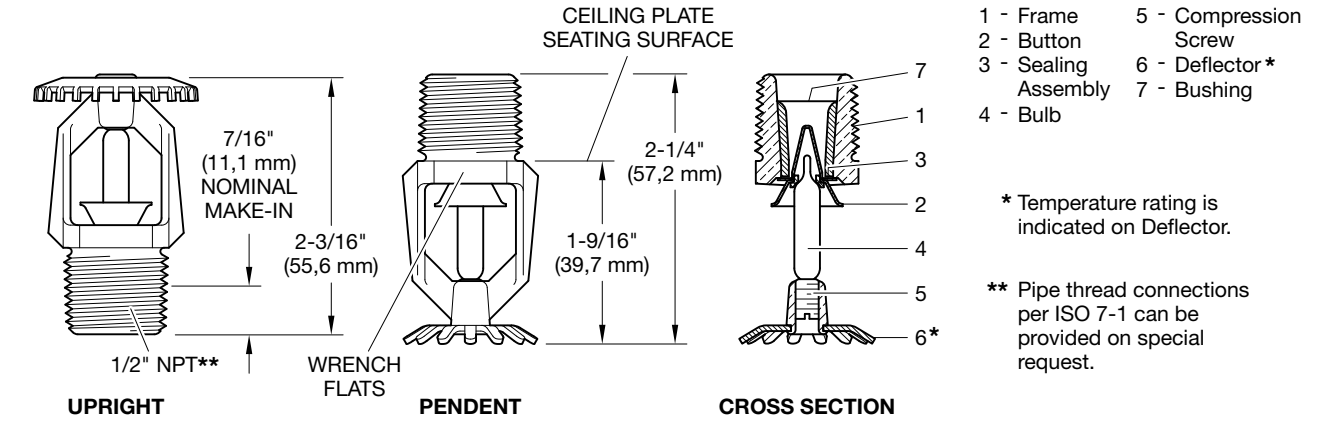
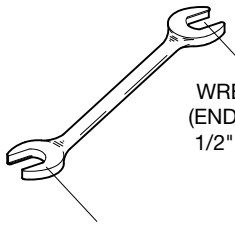

***FIGURE 1***
***FIGURE 7***
**Step 3.** Tighten the sprinkler into the sprinkler fitting using only the W-Type 6 Sprinkler Wrench, see Figure 7. For wax-coated sprinklers, use an 8 or 10 in. adjustable wrench. With reference to Figure 1 to 4, apply the W-Type 6 Recessed Sprinkler Wrench or an adjustable wrench, as applicable, to the sprinkler wrench flats.
| 2.8 1/2 in. NPT | Upright (TY1151) and Pendent (TY1251) Figure 1 | 135°F (57°C) | Orange | 1, 2, 3 | | | N/A[d] |